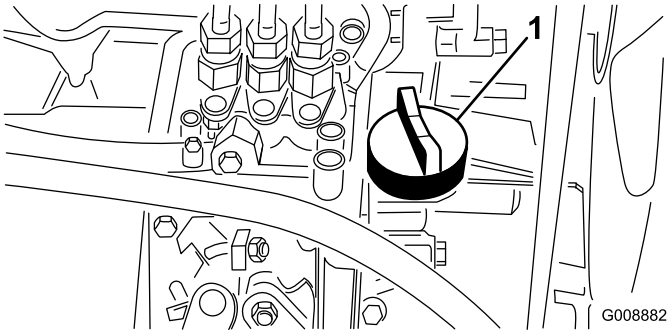

Figuur 21
4. Als het oliepeil te laag is, verwijdert u de vuldop (Figuur 21) en vult u bij met kleine hoeveelheden olie totdat het oliepeil de Vol-markering op de peilstok bereikt. Vul de olie langzaam bij en controleer daarbij veelvuldig het peil.